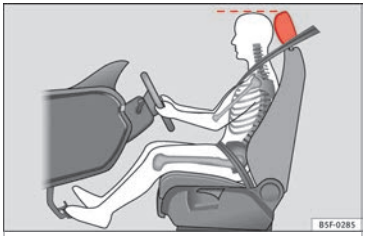

**Fig. 95** Correct head restraint position for the driver.
– Adjust the head restraint so that its upper edge is at the same level as the top of your head, or as close as possible to the same level as the top of your head ››› **Fig. 95**.